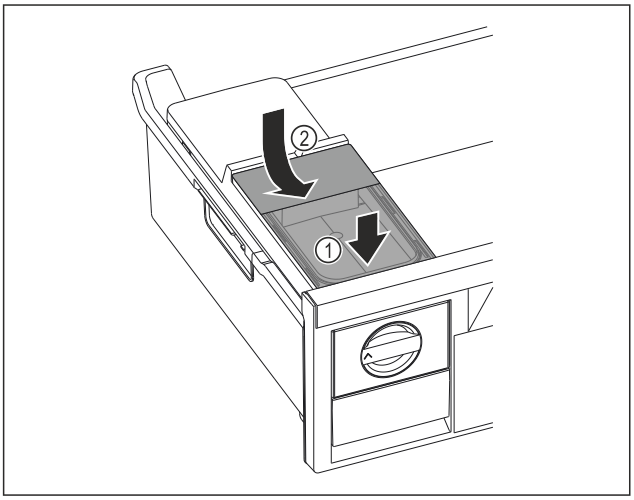

Fig. 126
▶ Position the water tank at the front. *Fig. 126 (1)*
▶ Lower the water tank at the rear. *Fig. 126 (2)*